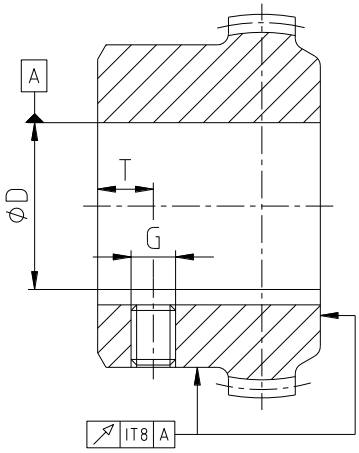

rysunek 11: współśrodkowość i osiowość obróbki
- Przy wykonywaniu otworów na wały (piasty stalowe), należy zachować odpowiednią współśrodkowość i osiowość podczas obróbki mechanicznej (patrz rysunek 11).